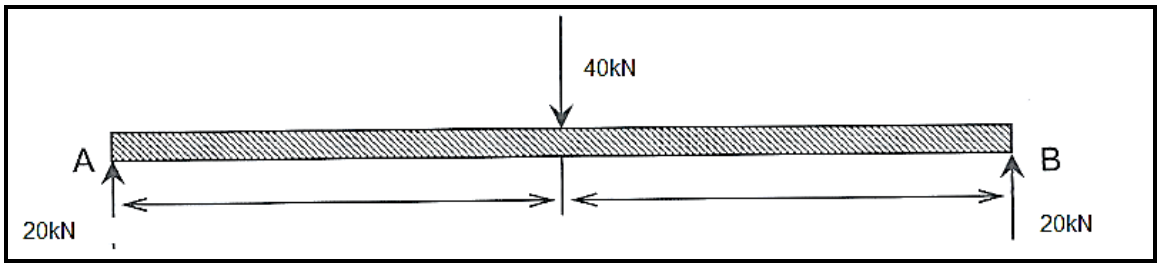

FIGUUR 3 (2)
1.5 Teken 'n skuifkragdiagram van FIGUUR 3.